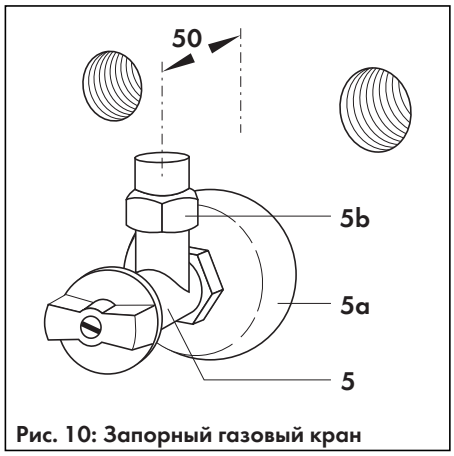
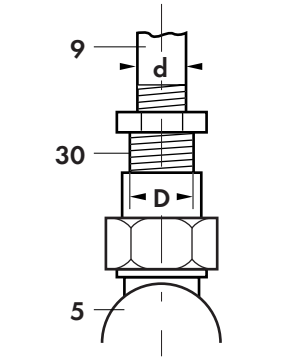

Рис. 10: Запорный газовый кран
Рис. 13: Соединение с газовым краном большего диаметра
Примечание: При давлении природного газа на входе менее 20 мбар прокладку газопровода вести трубой большего диаметра, чем присоединительный размер в аппарате. См. также рис. 13 на стр. 18.
- Предварительно навинтите с уплотнением верхнюю часть разъёмного резьбового соединения (**5b**, рис. 10) на штуцер входного газового патрубка (**9**, рис. 13) в аппарате. В случае, когда аппарат подсоединяется к газопроводу большого диаметра, соединение с краном большего даметра выполняется через соответствующий переходник (**30**), как показано на рис.13.
Таблица размеров к рис. 13